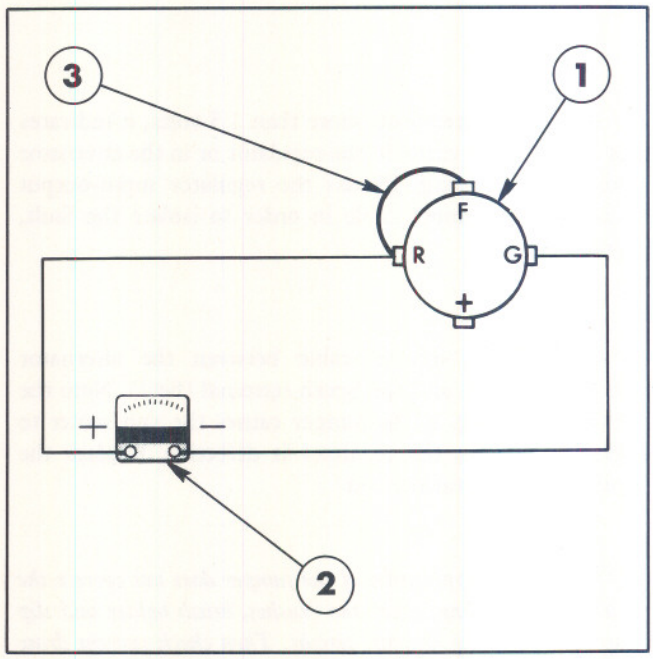

Figure 15
4. If the voltmeter reads more than 1.5 volts, it indicates that a fault either exists in the regulator or in the alternator rotor (field) winding. Bypass the regulator input-output circuit with a jumper cable in order to isolate the fault, Figure 15.